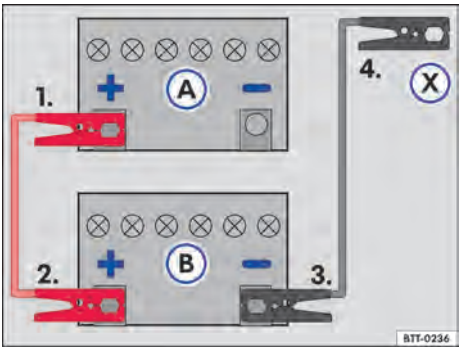

Fig. 180 Esquema para la conexión de los cables auxiliares de arranque: batería del vehículo descargada Ⓐ y batería del vehículo que provee la corriente Ⓑ.
Leyenda para→ fig. 180:
Conectar los cables de arranque auxiliar solo en la secuencia **1 – 2 – 3 – 4** → fig. 180.
– Conectar una extremidad del cable auxiliar de arranque *rojo* al polo positivo (**+**) del vehículo con la batería del vehículo descargada → fig. 180 Ⓐ→ ⚠.